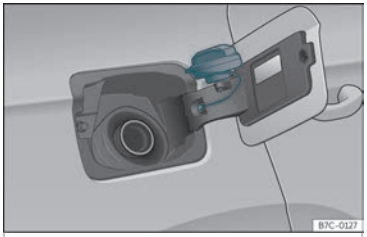

Abb. 197 Tankklappe mit aufgestecktem Tankverschluss.
- Platzieren Sie den Verschluss in der Aussparung, die sich im Scharnier der geöffneten Tankklappe befindet››› **Abb. 197**.